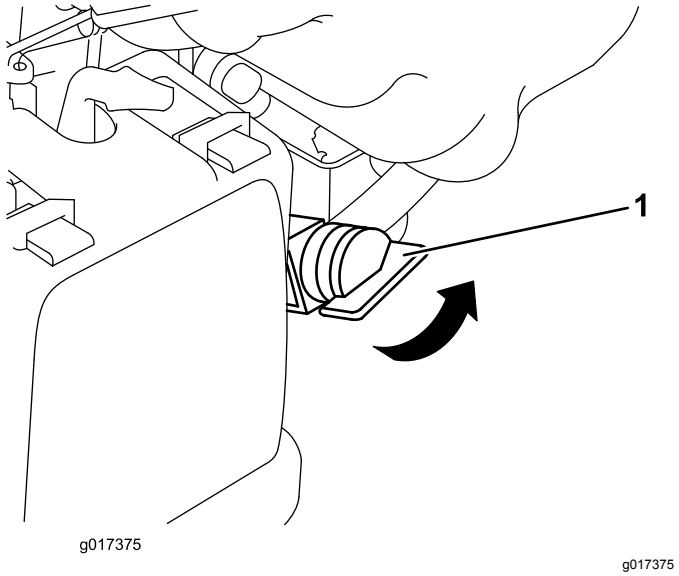

Figur 12
2. Vrid bränsleventilen till det PÅSLAGNA läget (Figur 12).